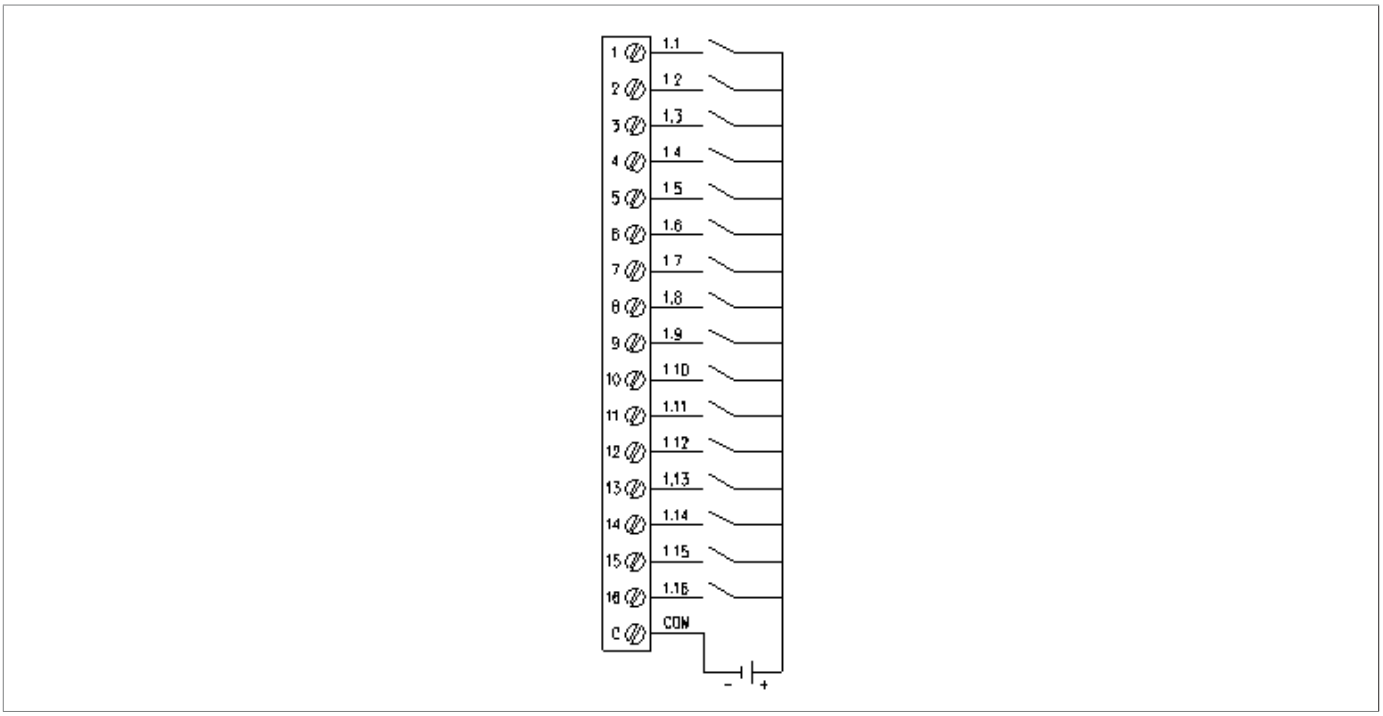

Fig. 4.7. Digital inputs connection
When connecting field instrumentation to the digital inputs, remember that these inputs are passive. The negative polarity of the field signal must be connected to the common terminal of the connector (C), while a positive voltage must be applied to the channel terminal in the ON state and zero voltage in the OFF state, as shown in Fig. 4.7.